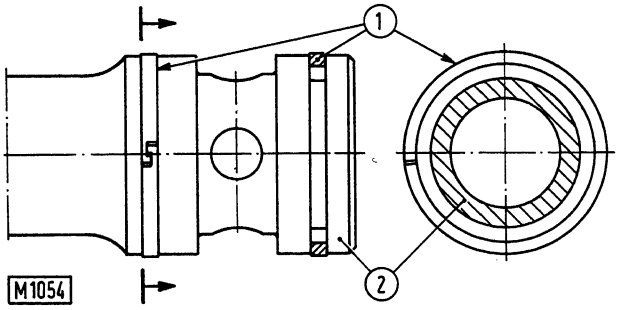

Fig. 7-15 - Installing retaining rings (1) on control valve spool (2).
Install retaining rings (1, fig. 7-15) concentrically relative to spool (2) centerline.